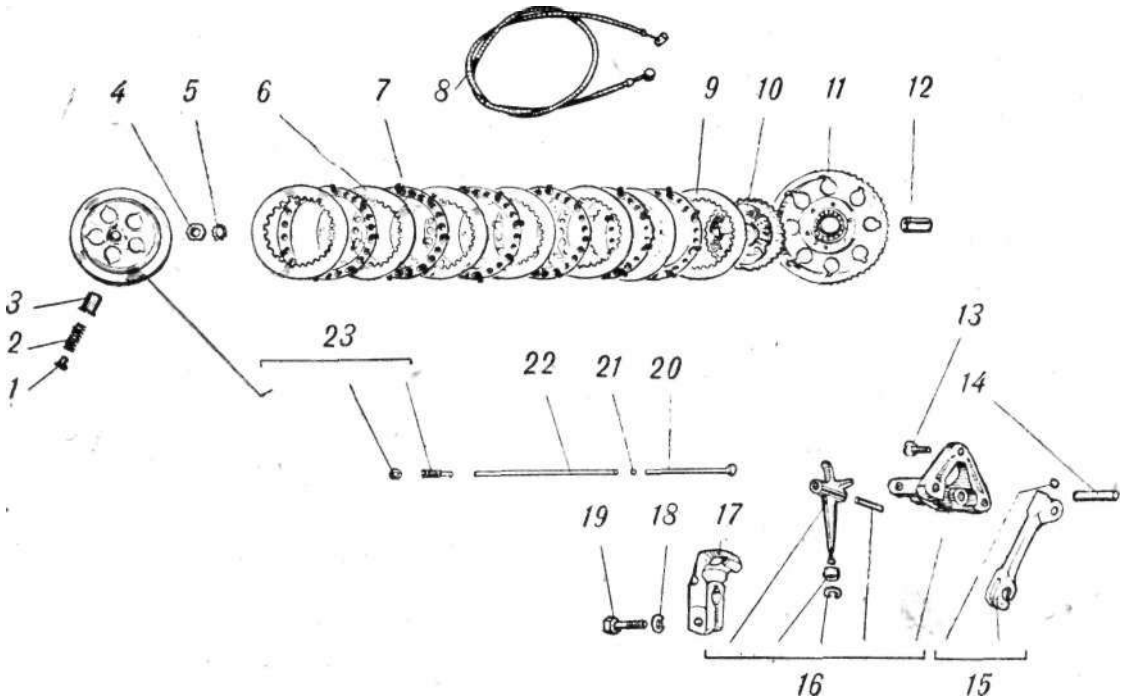
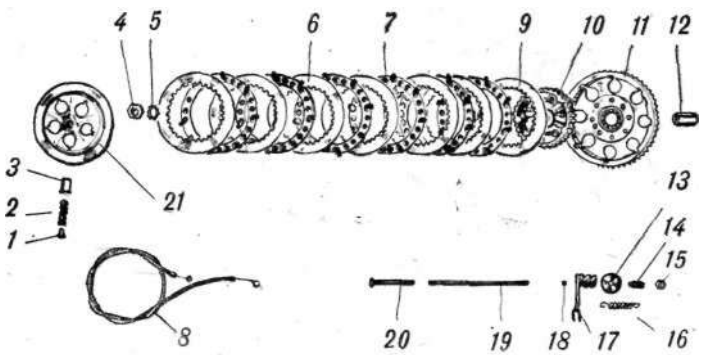

Рис. 92. Муфта сцепления и механизм управления сцеплением ИЖ-Ю3.
Рис. 93. Муфта сцепления и механизм управления сцеплением
Снять правую крышку картера, отсоединить трос сцепления, снять кронштейн автомата *16,* достать ось *14* и снять рычаг *15.* троса сцепления. Винты *13* крепления кронштейна и оси закернены (рис. 92). На ИЖ-ПЗ (рис. 93) после снятия крышки надо отсоединить возвратную пружину *16,* освободить гайку *15* а вывинтить регулировочный винт *14* муфты сцепления. Вынуть шарик *18* (на ИЖ-ЮЗ шарик *21* (рис. 92) находится между штоками *20* и *22* внутри первичного вала), снять колпачок *13* и, вращая червяк *17* с рычагом включения сцепления, 'вынуть его из отверстия крышки. Достать шток *19* из отверстия первичного вала.
(к рис. 92, 93)
3. Отвернуть фасонные гайки *1* муфты сцепления (рис. 92). Снять нажимной диск *23* с колпачками *3* и пружинами *2*.
На мотоциклах ИЖ-ЮЗ-01 установлено 7 пар дисков сцепления, размеры расточки под диски наружного и внутреннего барабанов *10, 11* сделаны несколько больше. Изменена и форма нажимного диска *23* (рис. 93).